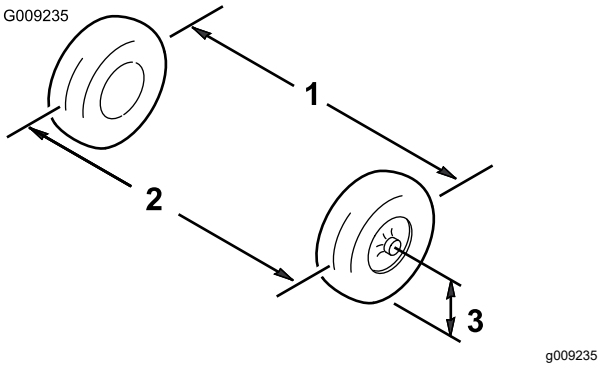

Figur 58
2. Mät avståndet mellan de båda framhjulen vid axelhöjd, både framtill och baktill på framhjulen (Figur 58).